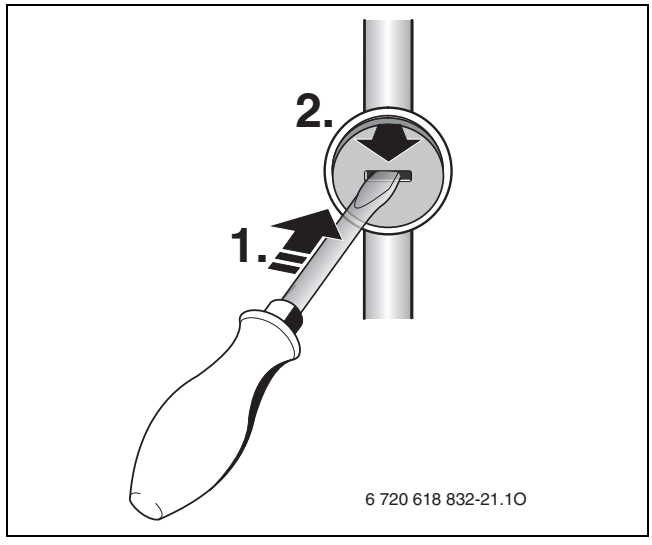

*Fig. 38*
- Togliere il sigillo presente sulla valvola di regolazione della portata gas (fig. 38).